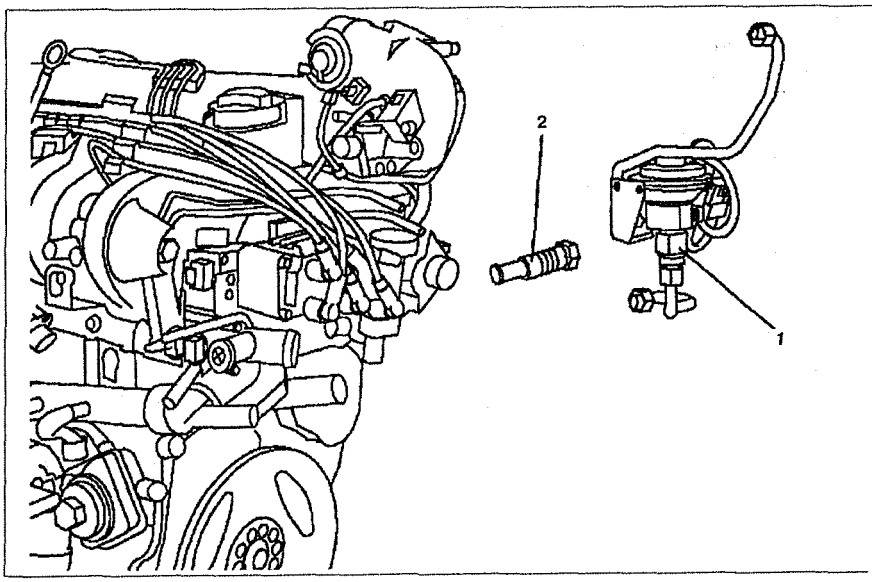

Рис. 3.17. Натяжитель цепи: 1. Клапан системы рециркуляции отработавших газов, **2.** Натяжитель цепи.
1. Снимите клапан системы рециркуляции отработавших газов **1** (см.рис.3.17).